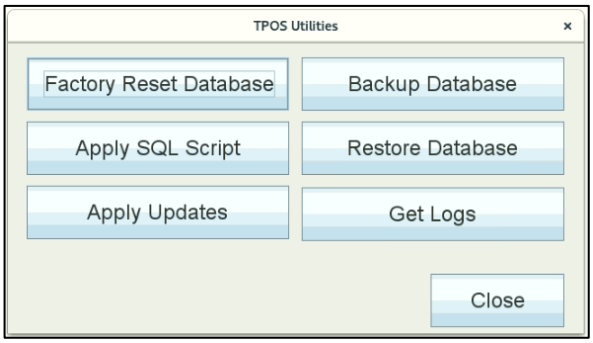

Figure 23: T-POS Terminal Factory Reset
2. Select T-POS Utilities → Get Logs. See Figure 23.